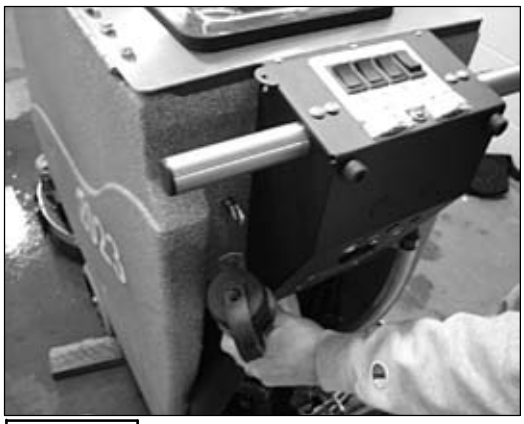

FIGURE 22.
2. ONCE THE TANK IS EMPTY, PUT DRAIN HOSE CAP ON AND TIGHTEN BY TURNING CLOCK WISE. REINSTALL ON J-HOOK. *(SEE FIGURE 22.)*